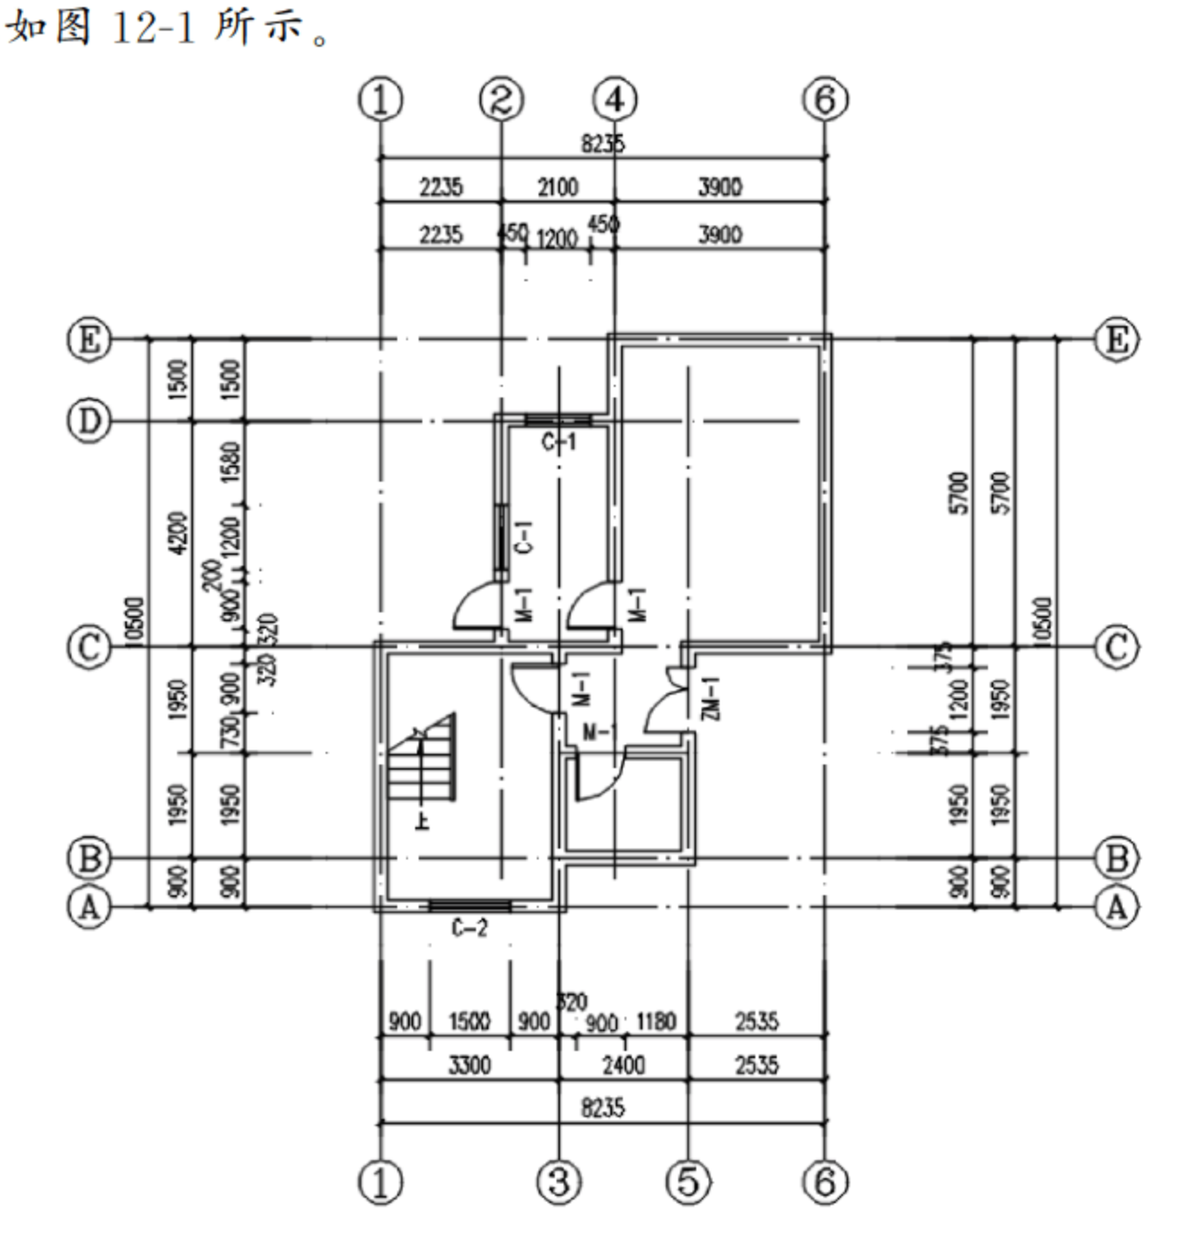

图 12-1 门窗标注
门窗标注如图 12-1 所示。
(5) 采用相同的方法标注其余的尺寸，结果如图 12-1 所示。
(6) 保存图形。将图形以“门窗标注.dwg”为文件名进行保存。命令行提示如下。